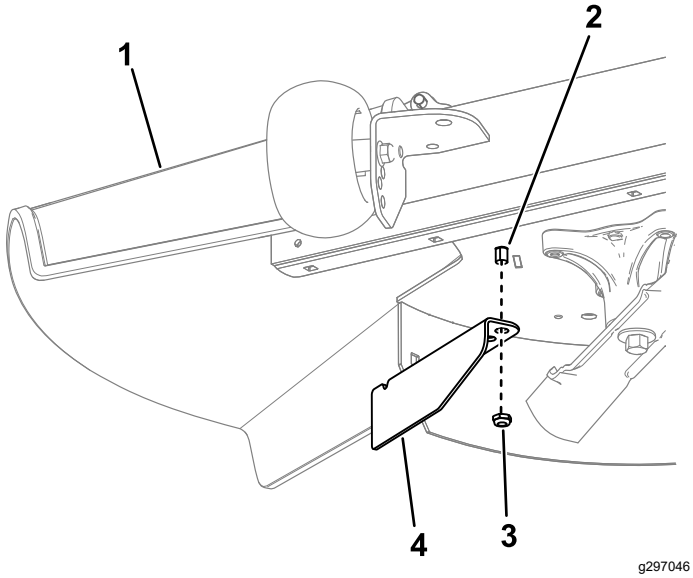

**Figure 15**
10. Remove the nut from the grass deflector rod under the mower deck (Figure 15).
11. Use the nut to install the cutoff baffle to the grass deflector rod, using the outer hole in the baffle (Figure 15).